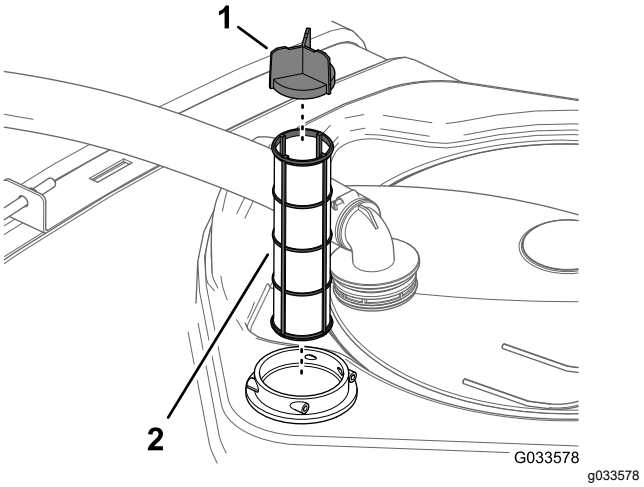

Figur 113
4. Ta bort det gamla sugfiltret från filterkåpan i tanken (Figur 113).